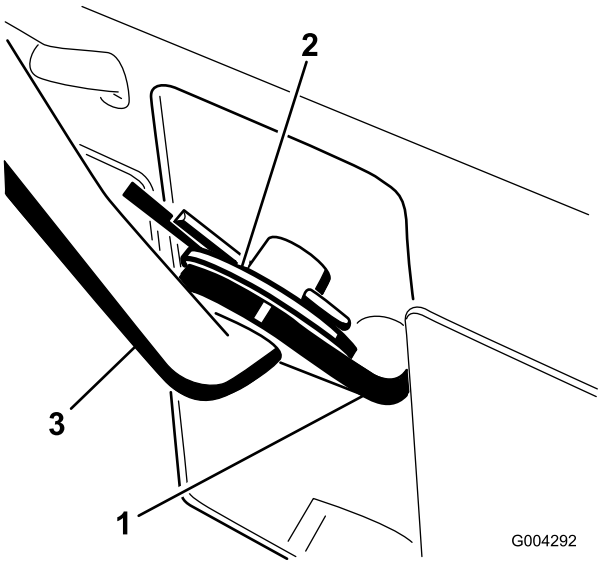

Figur 6
1. Træk hastighedsvælgerarmen (Figur 6) så langt udad som muligt.
3. Monter hastighedsvælgerstangen i hastighedsvælgerarmen, sæt en flad spændeskive på vælgerstangen, og fastgør den med en låseclips (Figur 6).